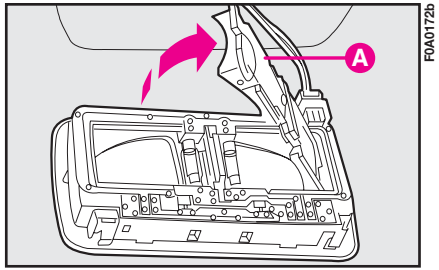

fig. 38
2) Ouvrir le boîtier **A-fig. 38** des lampes.